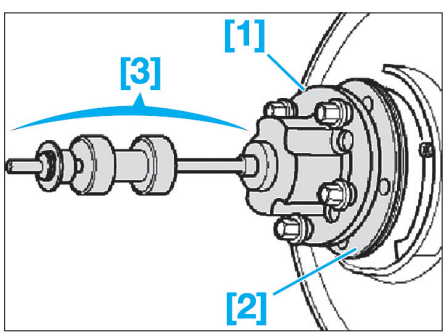

Fig. 56
• Dégager le moyeu du roulement de roue à l'aide des outils [1], [2], [3] et de 5 vis de roue **(Fig.56)**.